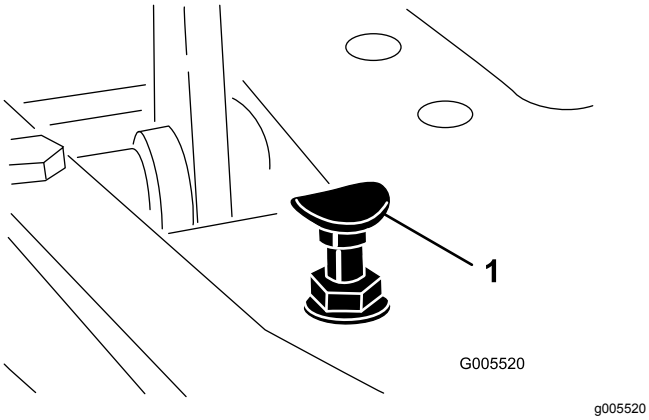

Figura 47
Para obtener la velocidad máxima de transporte, ponga la palanca de control funcional en la posición de TRANSPORTE y pise el pedal de tracción. Si el pedal toca el tope (Figura 47) antes de que se note tensión en el cable, ajústelo como se indica a continuación:
1. Ponga la palanca de control funcional en la posición de TRANSPORTE y afloje la contratuerca que fija el tope del pedal a la chapa del suelo (Figura 47).